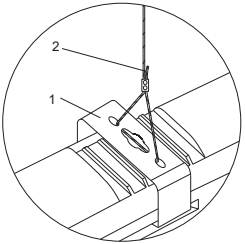

Рисунок 6
4.10 Монтаж светильника на подвесах (рисунок 6) производить при помощи скоб монтажных 1, входящих в комплект изделия, и тросов 2 (тросы в комплект не входят).